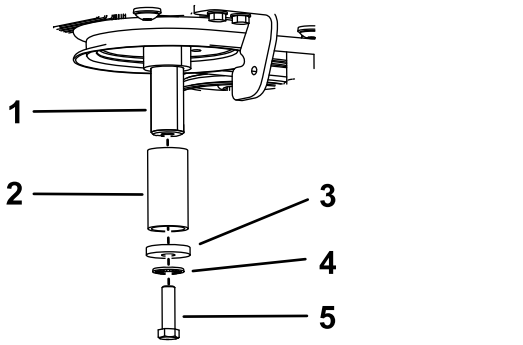

Figure 90
C. Appliquez du produit antigrippage sur le vilebrequin, puis installez le boulon, la rondelle, la rondelle élastique et une entretoise (réf. Toro 136-5411) sur le vilebrequin (Figure 90).